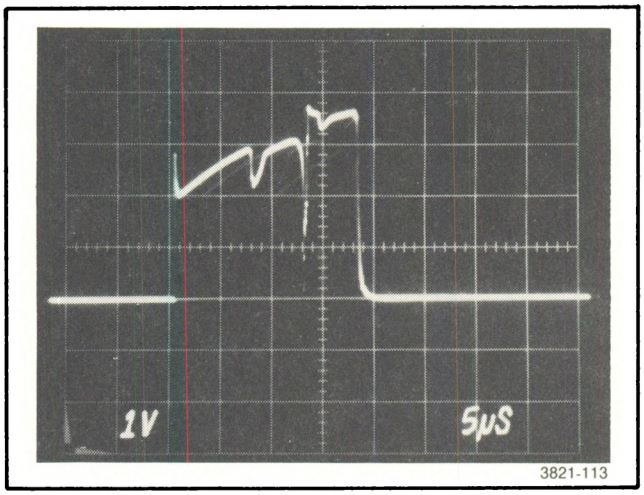

Fig. 9-11. Waveform at TP740. Pulse duration at high state is 18.4 μs ±0.5 μs.
c. Observe the waveform at TP740. Pulse duration at its high state should be 18.4 μs ±0.5 μs as shown in Fig. 9-11.